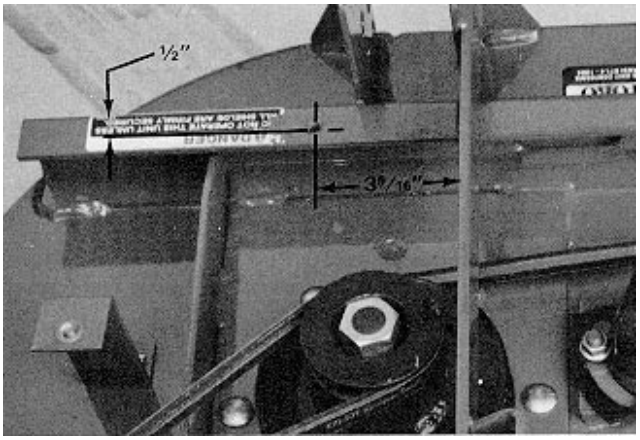

Figure 23
1. Using dimensions shown in figure 23, locate, mark and drill 11/32" dia. hole in rear channel.